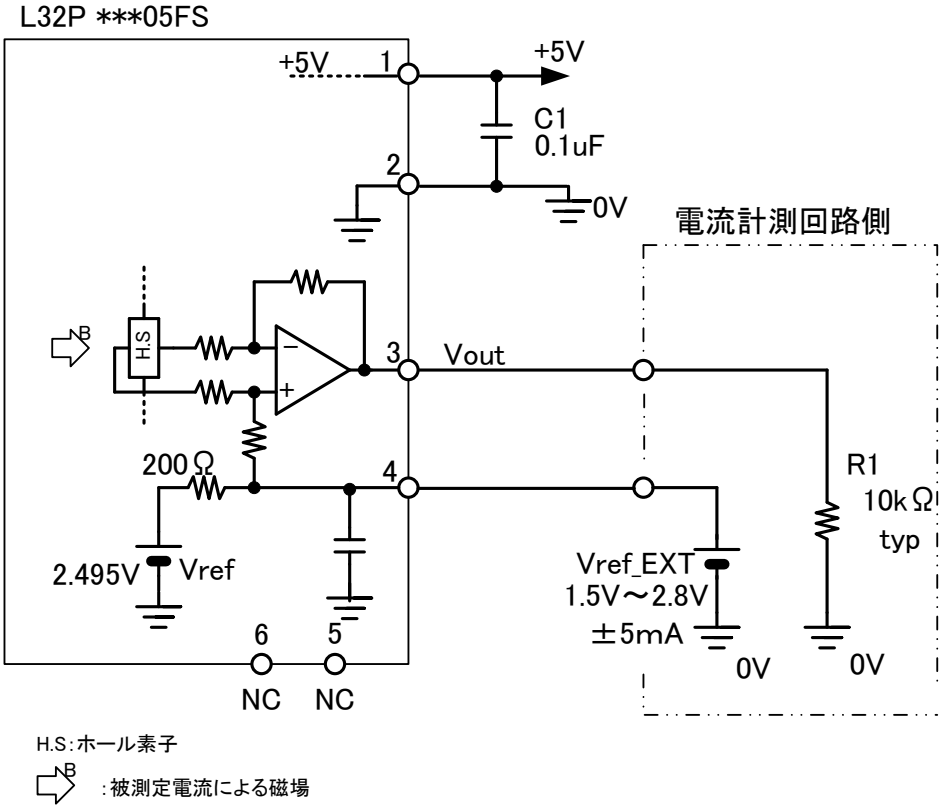

Fig3. 外部基準電圧（Vref_EXT）を使用する回路
□Fig3 の説明
この電流センサは、被測定電流を電圧変換する。Fig3 の出力電圧 Vout（③）は、外部基準電圧（Vref_EXT）を基準に出力する。被測定電流が０のときは、Vout（③）= Vref_EXT となり、被測定電流がプラス方向の場合 Vout（③）は、Vref_EXT＋（被測定電流の変換電圧値）となる。逆に被測定電流がマイナス方向の場合は Vout（③）は、Vref_EXT－（被測定電流の換算電圧値）となる。各品番ごとの出力電圧と被測定電流の関係を末尾のグラフ７～12 に示す。Vref_EXT は電圧が 1.5V～2.8V の範囲で選定し、5mA のシンク/ソース電流能力が必要である。被測定電流のプラス方向は、筐体（ケースまたは名板）に→にて表示する。
Fig3 中の R1 は、電流センサ出力 Vout（③）の受信回路の等価抵抗である。Vout 端子（③）と GND 電位（０V）間の負荷抵抗は、標準 10ｋΩとし、負荷容量は、最大 60ｐF 以下とする。Fig3 中の C1 は、電源インピーダンスを低インピーダンスに保持するための電源コンデンサである。0.1uF のセラミックコンデンサを推奨する。